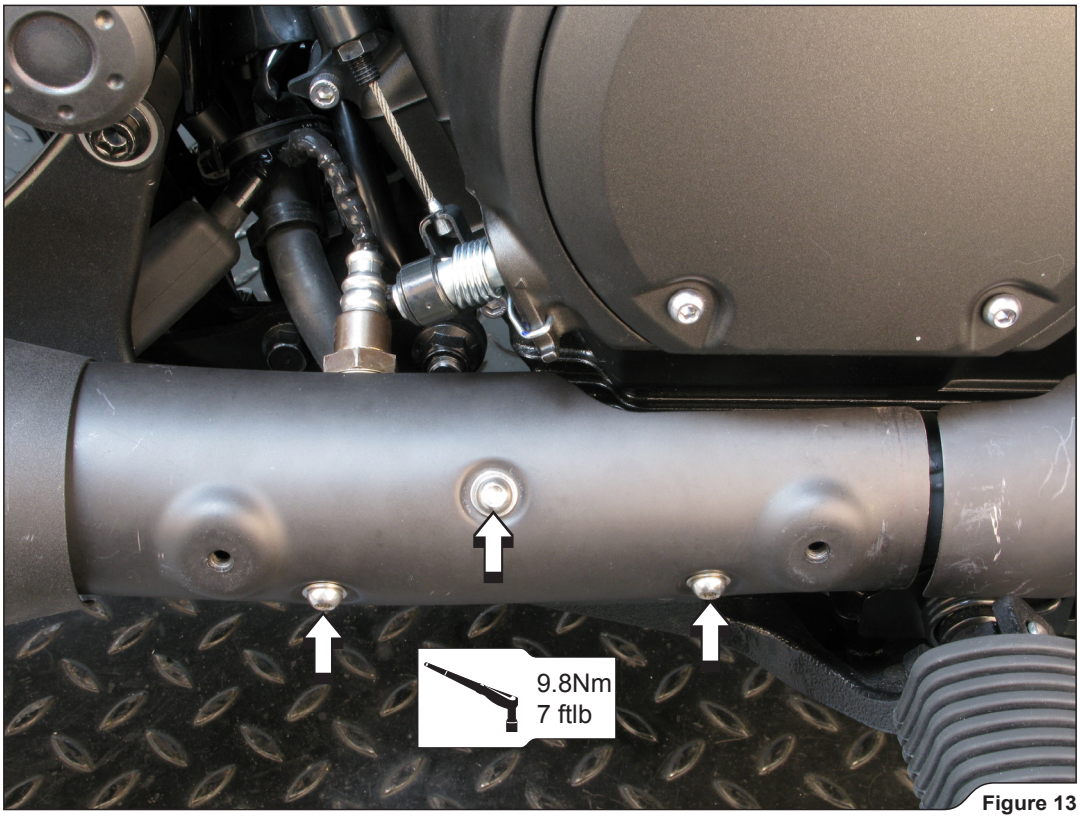

Figure 13
6. Reinstall both heat shields, using stock bolts **(Figure 13, 14).**